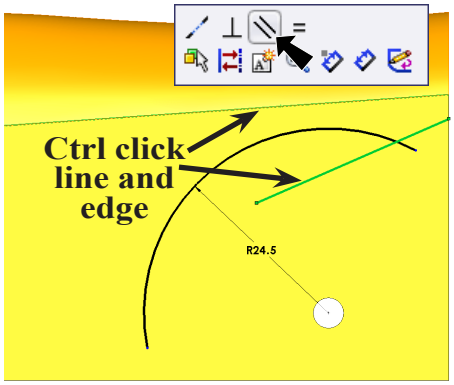

Fig. 93
Step 11. **Ctrl click line** and **top edge of body** to select both. Release Ctrl key and click **Make Parallel** on the Content menu, **Fig. 93**.